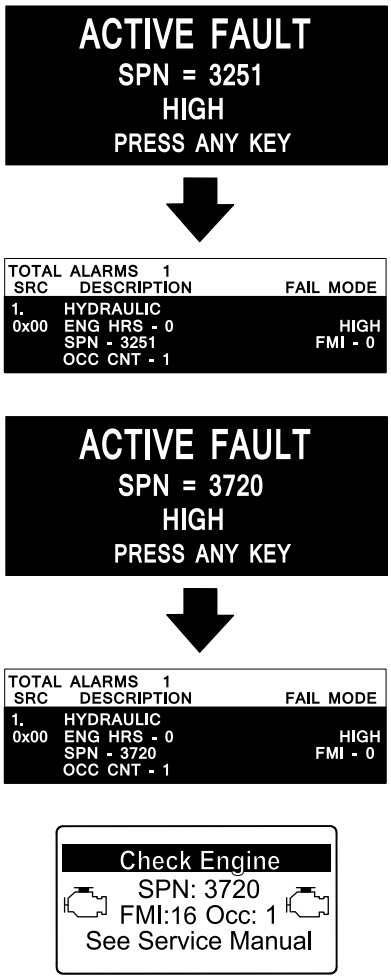

Figur 97
- Om motorfel CHECK ENGINE SPN 3251 FMI 0 (Kontrollera motor), CHECK ENGINE SPN 3720 FMI 0 (Kontrollera motor) eller CHECK ENGINE SPN 3720 FMI 16 (Kontrollera motor) visas i InfoCenter (Figur 97) ska du rengöra sotfiltret genom att följa stegen nedan: